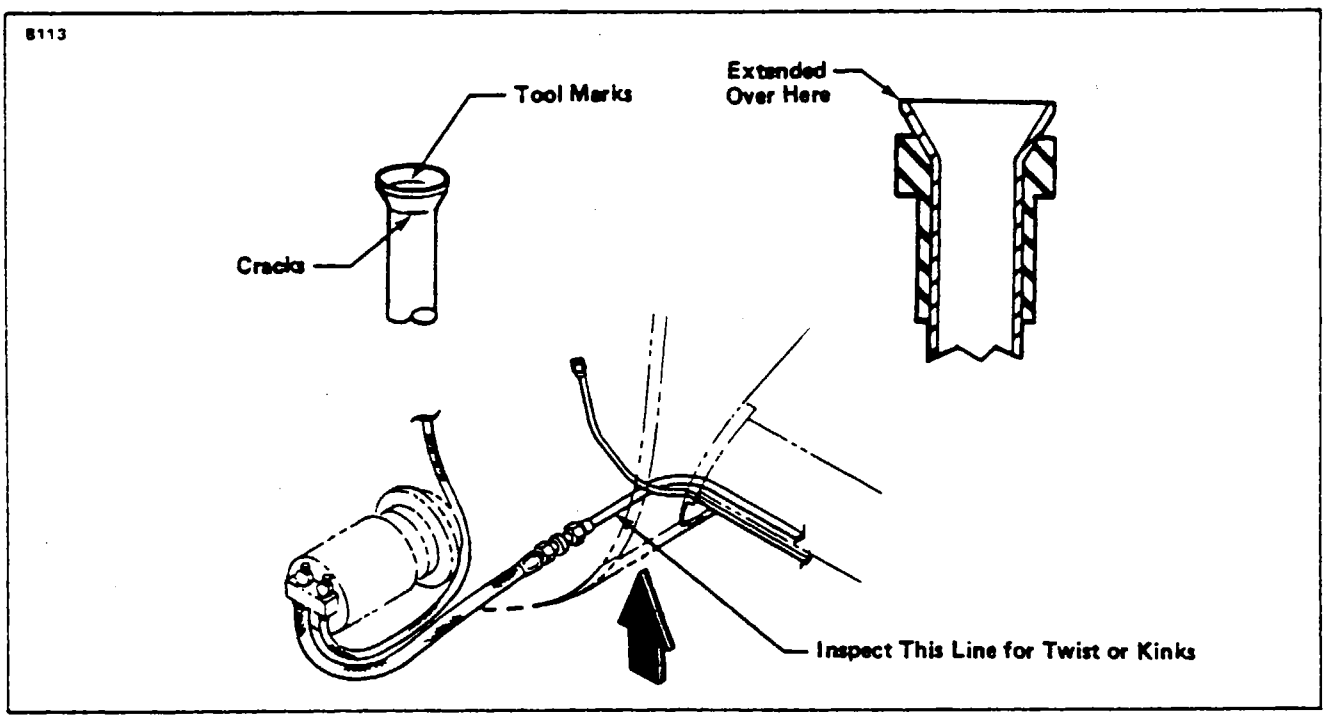

Figure 13-51. Inspection Points (Air Conditioning System)
a. If leaks are suspected, inspect the flares carefully for tool marks and that the flares do not extend over the fitting collar. (Refer to Figure 13-51.)
b. An area that is subject to damage due to nut over torque is shown in Figure 13-51. Inspect this line for twist or kinks by looking thru the inboard grill with a flashlight. An alternate method of tightening "B" nuts in lieu of torque values is as follows: